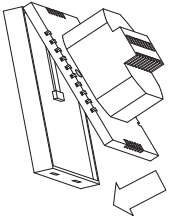

Рис. 2
8.2.2. Подцепив жалом отвертки клипсы в пазах нижней грани корпуса, отсоедините лицевую панель от тыльной части корпуса. Отсоедините шлейф платы питания от платы дисплея (*рис. 2*).